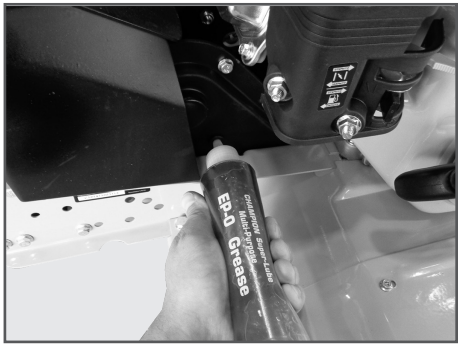

Рис. 25 Добавление смазки в редуктор
3. Через отверстие в корпусе редуктора добавьте в редуктор около 50 г смазки CHAMPION EP-0 (Рис. 25).